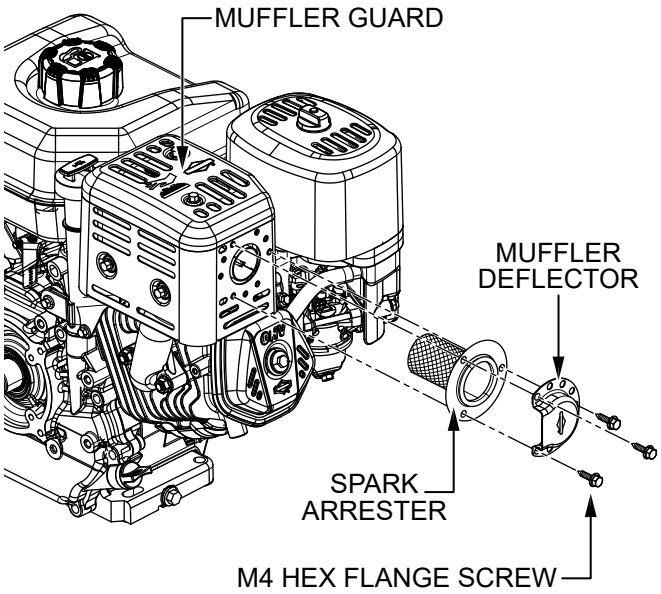

Figure 66. Spark Arrester Removal
2. Remove and retain the three M4 hex flange screws securing the muffler deflector and spark arrester to the muffler guard (Figure 66).